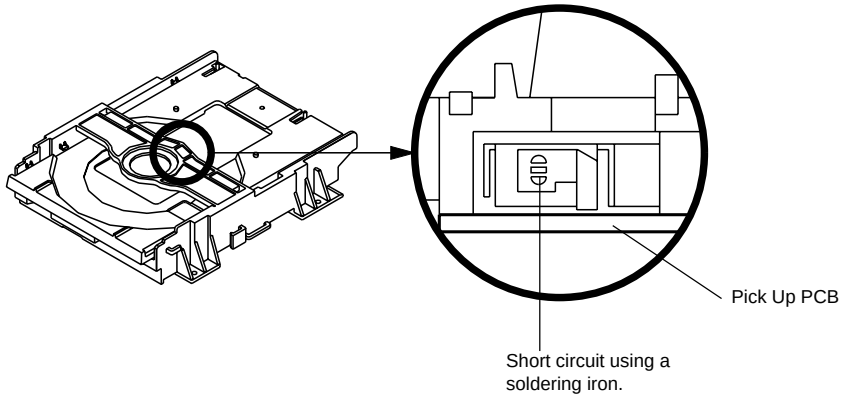
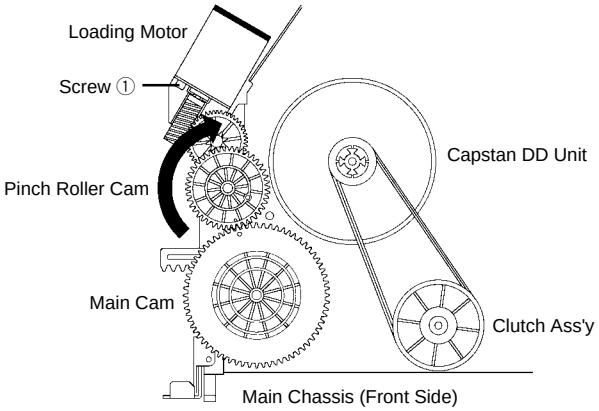

Fig. 1
Fig. 2
1. Remove the TV/DVD/VCR block from the main unit as shown in **Fig. 1** below can be seen. **(Refer to item 1 of the DISASSEMBLY INSTRUCTIONS.)**
2. Remove the screw ① of the Deck Chassis and remove the Loading Motor.
3. Rotate the Pinch Roller Cam in the direction of the arrow by hand to slacken the Video Tape. **(Refer to Fig. 2)**